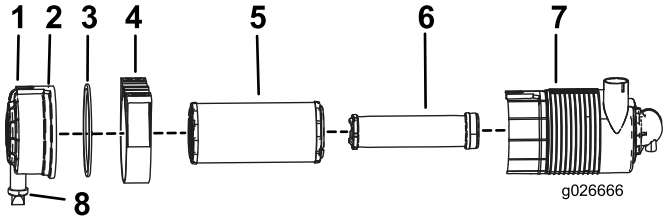

Figure 21
3. Ouvrez les dispositifs de verrouillage du filtre à air et détachez le boîtier du corps du filtre (Figure 21).
1. Sortez le préfiltre du corps du filtre avec précaution (Figure 21).